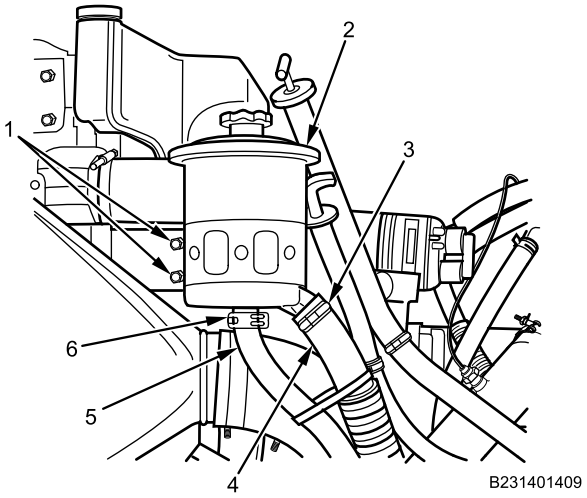

Figure 1. Power Steering Reservoir and Hoses.
1. Release spring clamps (Figure 1, Item 3 and 6) and remove two hoses (Figure 1, Item 4 and 5) from power steering reservoir (Figure 1, Item 2). Cap hoses.
2. Remove two bolts (Figure 1, Item 1) from power steering reservoir clamp.
3. Remove power steering reservoir (Figure 1, Item 2) from clamp.